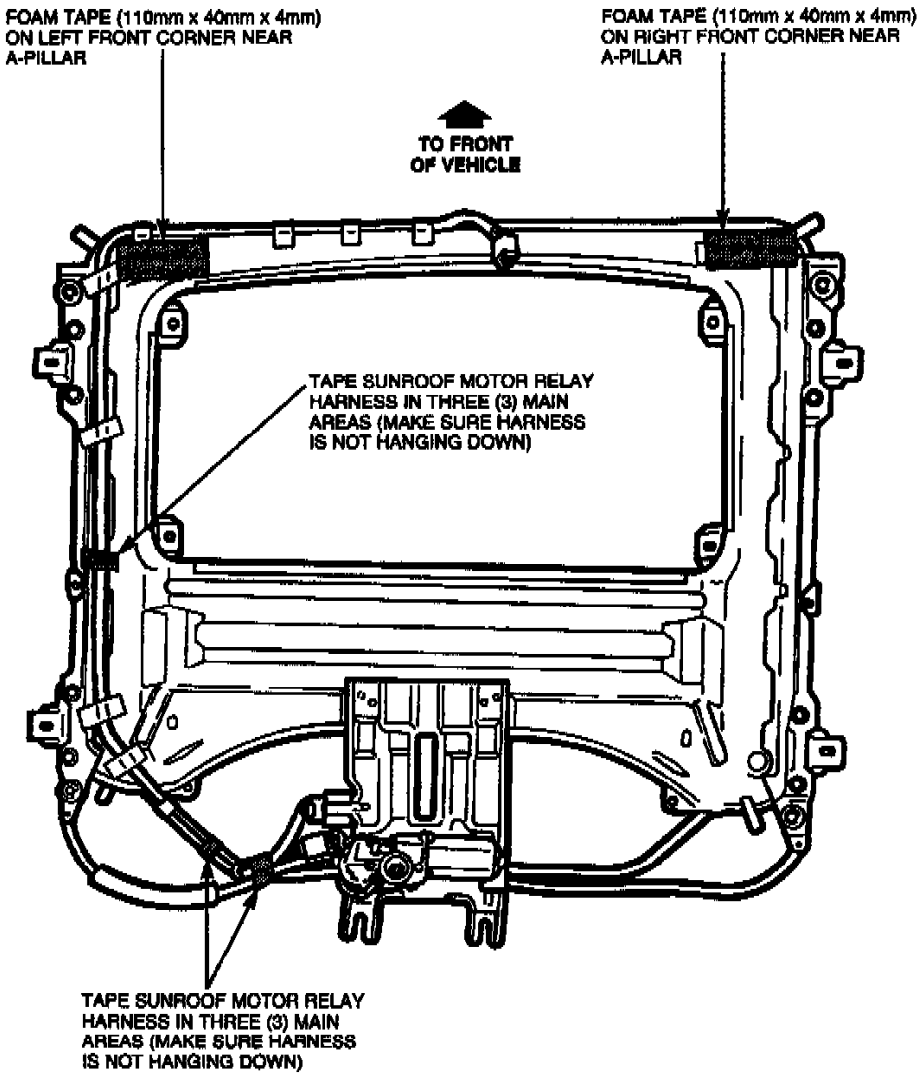

Figure 2
9. Refer to Figure 2 for Steps 9a and 9b.
b. Secure sliding roof panel drive wire harness to sliding roof panel drive at areas indicated in Figure 2.